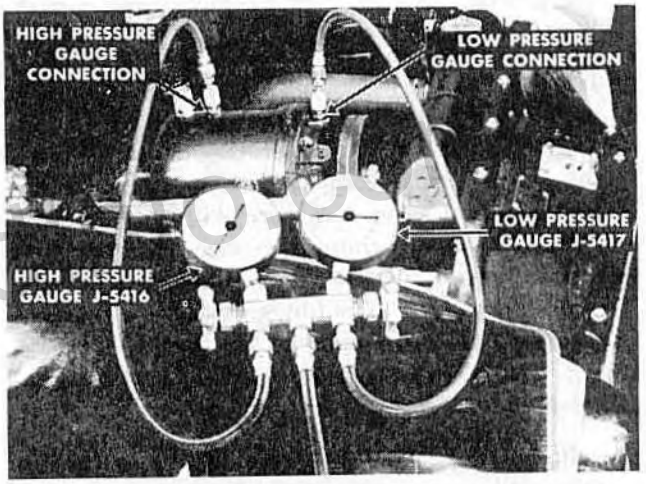

Figure 2—Gauges Connected to Compressor
2. Install the lines of the gauge set to the high and low pressure gauge connections on the compressor. See figure 2.